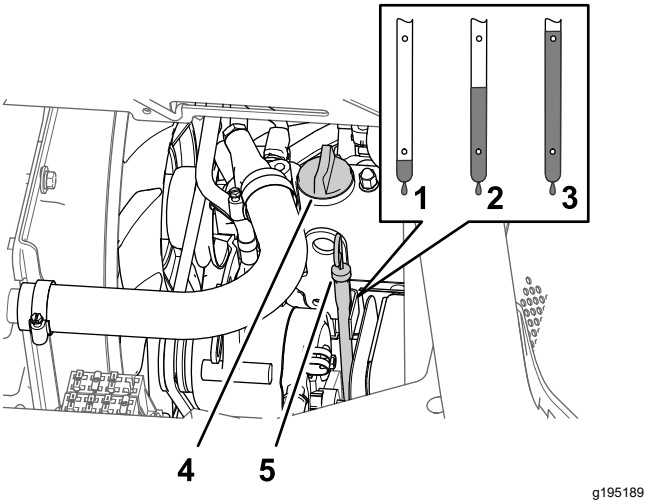

Figur 80
5. Ta bort oljepåfyllningslocket från ventilkåpans påfyllningsrör i motorn (Figur 80) och häll sakta i cirka 80 % av den angivna oljevolymen i motorn via oljepåfyllningsröret.
6. Ta ut oljestickan och kontrollera oljenivån i motorn (Figur 80).
7. Tillsätt långsamt ytterligare angiven olja så att nivån når upp till markeringen full på oljestickan (Figur 80).
8. Sätt tillbaka oljepåfyllningslocket på påfyllningsröret och oljestickan i sitt rör (Figur 80).